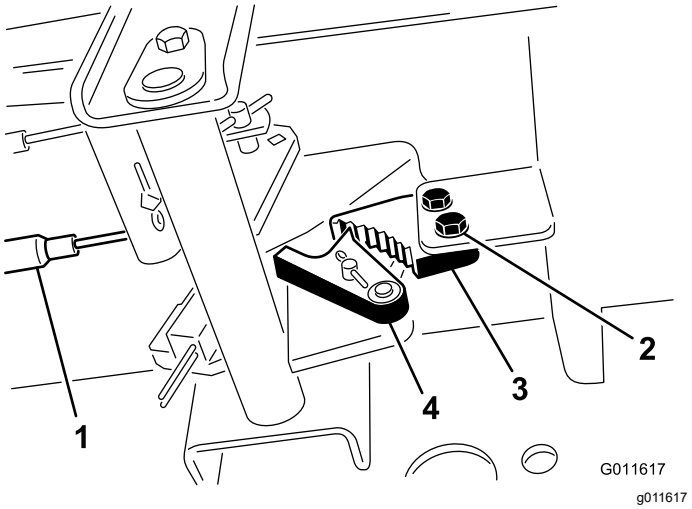

Figur 114
2. Lossa de två skruvar som håller fast parkeringsbromsens spärrhake på ramen (Figur 114).
3. Tryck parkeringsbromspedalen framåt tills bromsspärren griper in helt i parkeringsbromsens spärrhake (Figur 114).